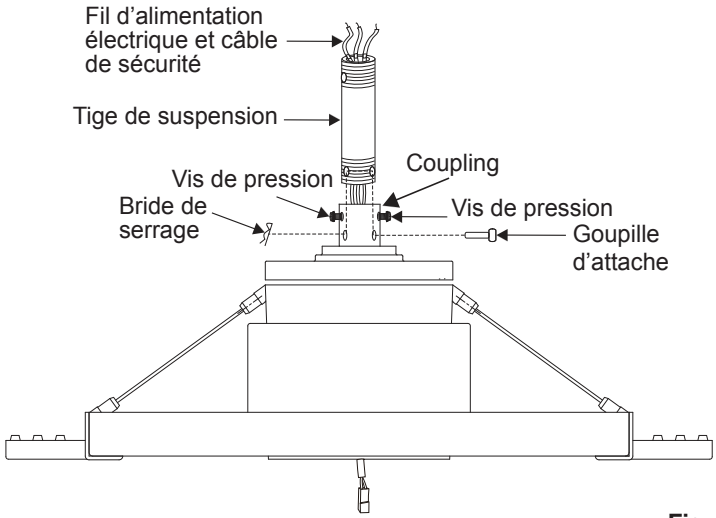

Fig. 9
Étape 6. Desserrez les deux vis de pression et retirez la goupille d'attache et la bride de serrage de l'accouplement sur le dessus du moteur. (Fig. 9)
Ensuite, remettez la goupille d'attache et la bride de serrage en place. Serrez les deux vis de pression. (Fig. 9)